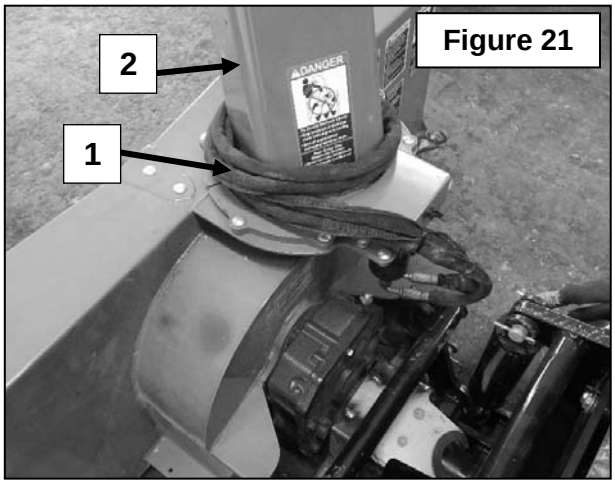

Figure 21
Figure 21: Disconnect the hydraulic couplers and electric connectors, roll up together the hoses (item 1) and wires and wrap around the chute (item 2) as shown on figure 21.